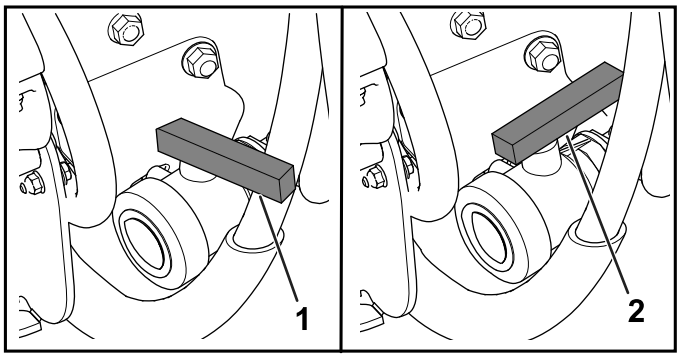

Figuur 86
3. Open de klep en laat al het resterende materiaal uit de tank lekken (Figuur 86).
4. Sluit de aftapklep (Figuur 86).